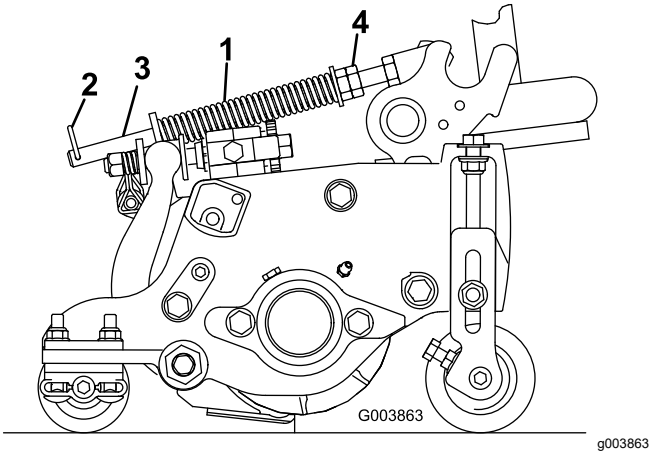

**Figur 21**
Dekkekompenseringsfjæren (Figur 21) overfører vekten fra den fremre til den bakre valsen. Dette er med på å redusere bølgemønsteret i gresset, også kjent som "ondulering".
1. Kontroller at hårnålssplinten er installert i det bakre hullet på enden av stangen (Figur 21).
2. Stram til sekskantmutrene foran på fjærstangen helt til den komprimerte lengden på fjæren er 15,9 cm. Se Figur 21.